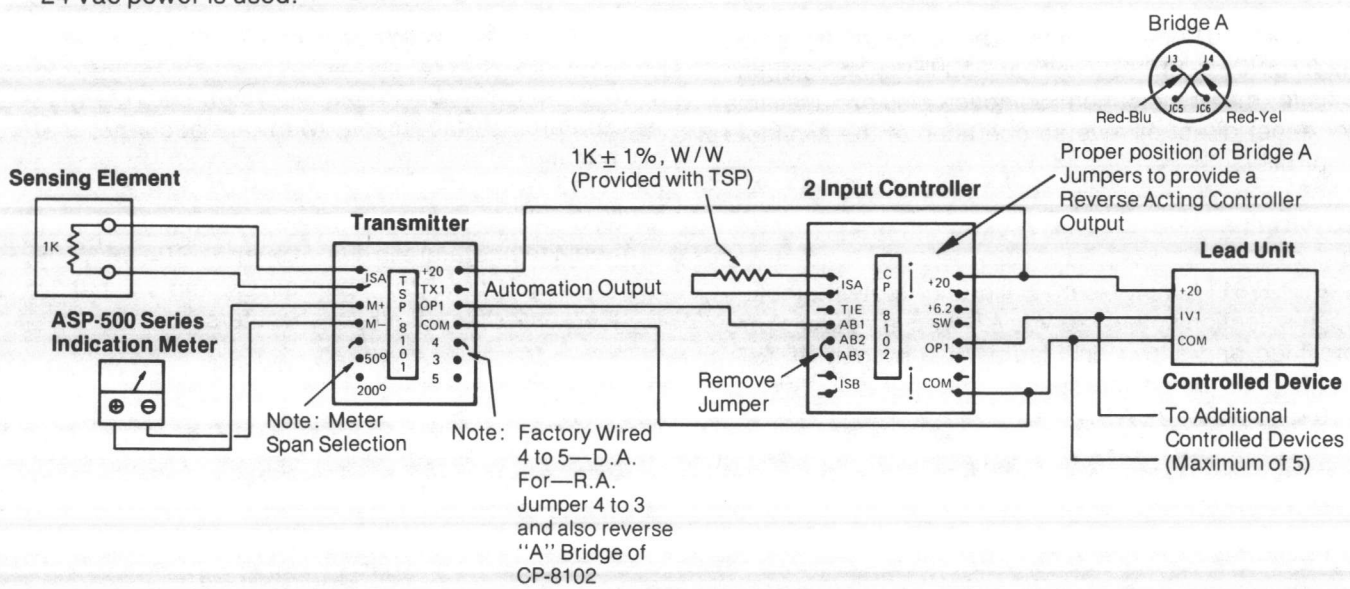

Figure 8
The module is provided with a 190mm (7-1/2") long by 101mm (4") wide piece of mounting track. This permits quick and easy panel installation in either a horizontal or vertical position. Make all connections in accordance with job wiring diagrams, and comply with all national and local electrical codes. Wiring terminations are made on screw terminals located on the end of the printed circuit board. See Figure 8 for module wiring.
1. Check wiring per job wiring diagram. (See Fig. 8)